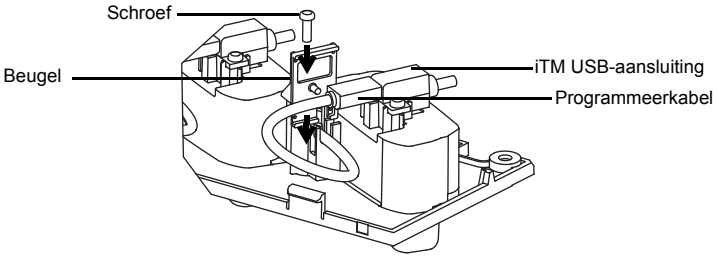

Afbeelding 13: De programmeerkabel vastzetten.
4. Maak de plastic beugel en de schroef vast om de programmeerkabel vast te zetten (zie Afbeelding 13).